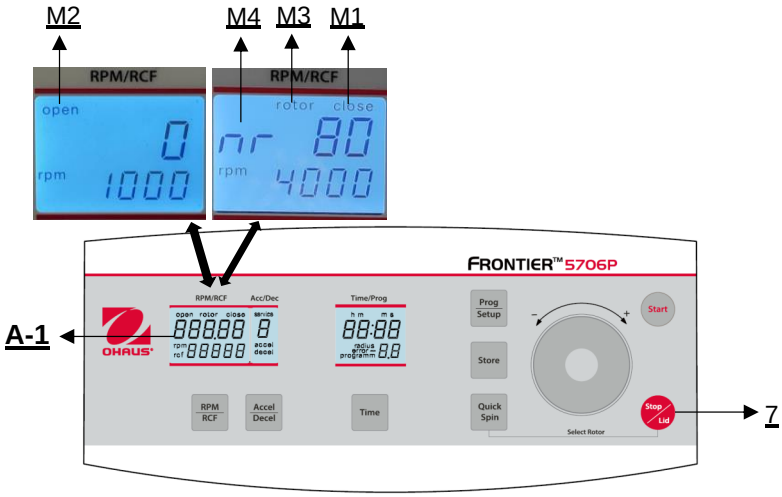

**Figure 16**
After the run, when the lid of the centrifuge remains closed, the word **"close"** (M1) will continued to appear in the display **"RPM | RCF"** (A-1). At the same time the actual rotor ID, e.g. "**nr 80**", is shown in the display (M4). As soon as the lid is released by pressing the key **"Stop | Lid"** (7), the word **"open"** (M2) appears. Now you can open the lid of the centrifuge. Please refer to **Figure 16** below for reference.
Please refer to **Figure 16** below for reference.